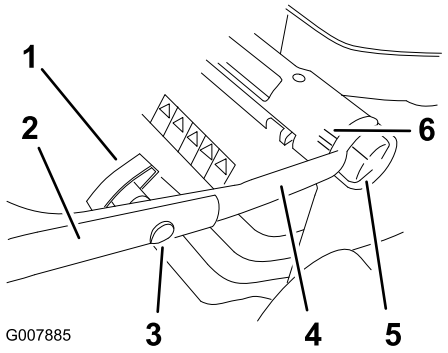

Figur 3
1. Lossa justeringsreglagen för handtagshöjden och vrid det nedre handtaget mot gräsklipparens baksida tills det faller på plats i en av höjdinställningarna enligt Figur 3. Se Justera handtagshöjden för mer information.
och handtagsreglagen enligt Figur 3. **Dra åt handtagsreglagen hårt.**
Handtaget kan ställas in i tre olika höjdlägen: högt, mellan och lågt (Figur 3). Välj det läge som känns mest bekvämt för dig.